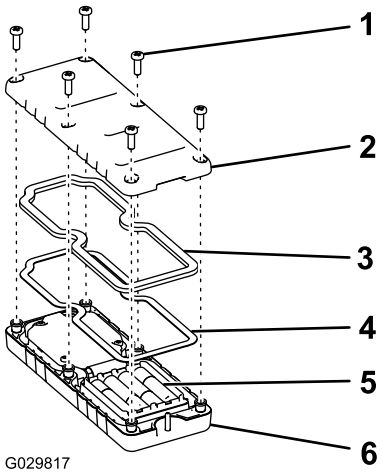

Figur 16
2. Placer hvert batteri i batterirummet, og sørg for at forbinde med de rigtige poler (Figur 16).
3. Sørg for, at stålpakningen og gummipakningen er placeret i kanalen i styreenheden, og sæt bagdækslet på plads (Figur 16).
4. Fastgør dækslet med seks skruer (Figur 16), og tilspænd dem til et moment på 1,5 til 1,7 N-m.